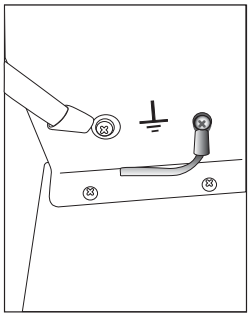

Fig. 3.p
- once the power cables have been run into the unit, use the cable clamps illustrated in Fig 3.n to secure them in the correct position;
- connect the power cables to the terminal block at the bottom left of the control module, as illustrated in Fig. 3.o;